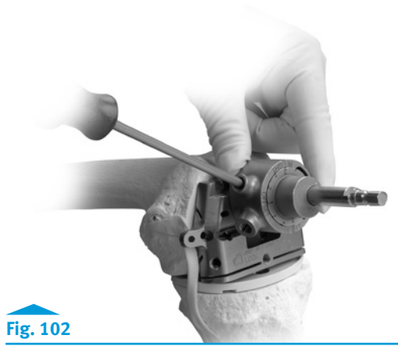

Fig. 102
- Use the 3.5mm Hex-head Screwdriver to tighten the adapter to the bushing **(Fig. 102)**. This locks in the offset setting for future reference.